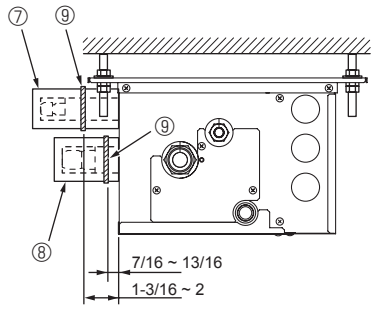

Fig. 7-4
► **Appliquer les procédures suivantes aux composants du boîtier de dérivation qui ne sont pas raccordés à un appareil intérieur. (Fig. 7-4)**
(1) Afin d'éviter toute fuite de réfrigérant, veiller à serrer les raccords coniques conformément aux couples de serrage indiqués* dans le Tableau 3.
(2) Afin d'éviter tout phénomène de condensation, poser les cache-tuyaux ⑦ ⑧ et les fixer à l'aide des sangles fournies ⑨.